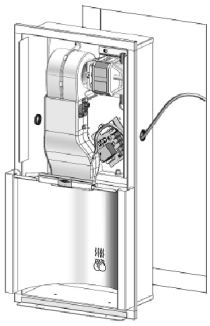

Abb. 4
5. In Übereinstimmung mit den örtlichen Elektroinstallationsvorschriften die elektrischen Leitungen von der nächstgelegenen Verteilertafel bis zur Grundplatte des Trockners führen. Gemäß den lokalen Vorschriften für Elektroinstallationen ist ein Draht mit einem Querschnitt von 3,31 mm² oder größer zu verwenden. (Siehe Abb. 4)